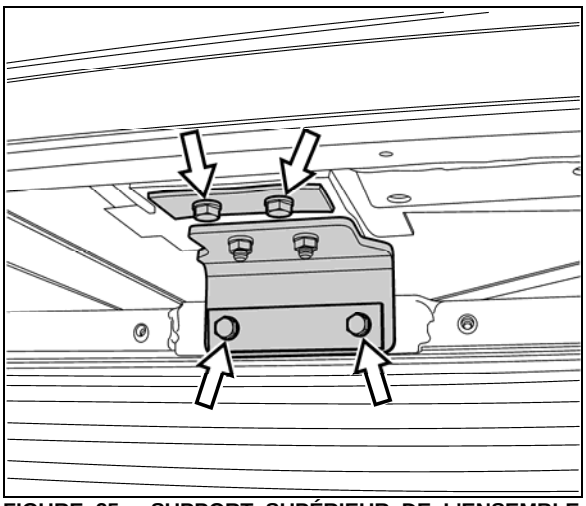

FIGURE 25 : SUPPORT SUPÉRIEUR DE L'ENSEMBLE RADIATEUR
12. Démonter le support supérieur de l'ensemble radiateur (Figure 25).